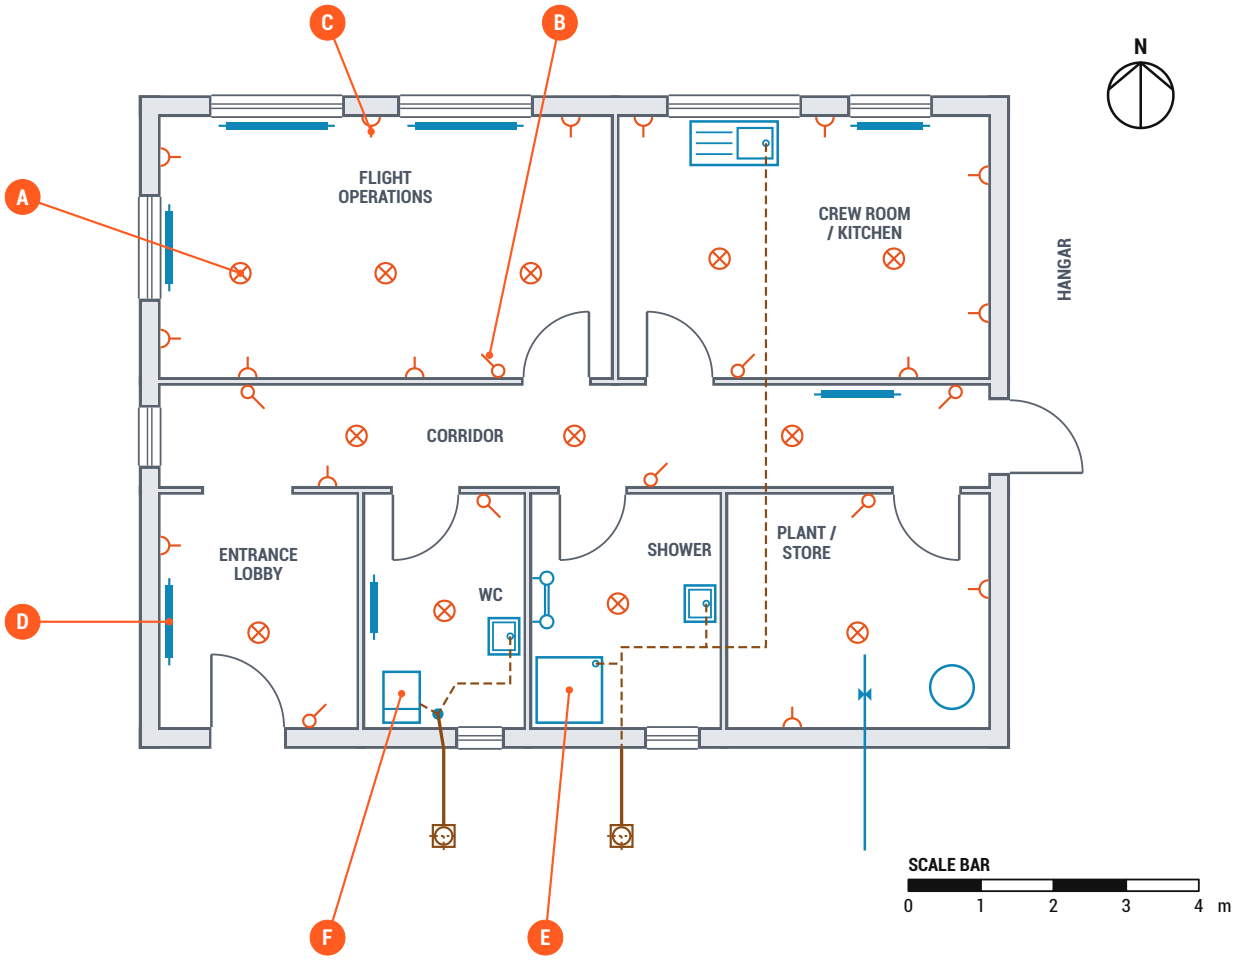

**Fig 2** Operations wing floor plan with the electrical layer (orange) and plumbing layer (blue).
**6** Fig 2 shows the electrical and plumbing layers of the operations wing floor plan (drawing SB-A3-02).